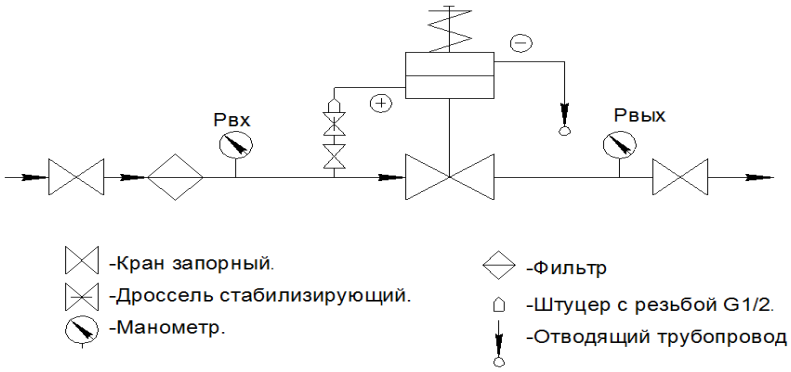

Рис. 4
- установить штуцер из комплекта регулятора на трубопровод согласно схеме подключения регулятора (рис.4) в месте, удобном для подсоединения импульсной линии. Штуцер вкручивается в запорный кран (внутренняя резьба G ½) на отводе трубопровода;